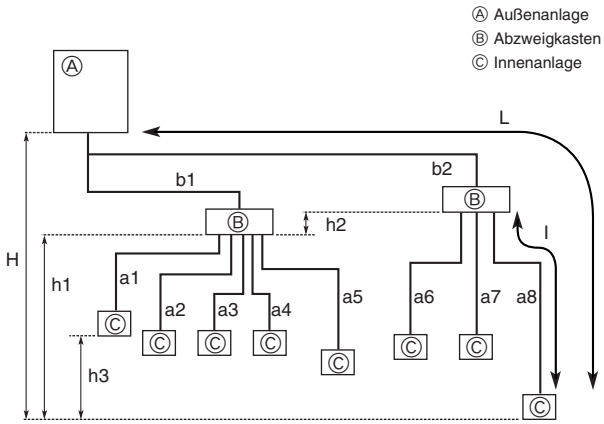

Fig. 5-1
5.2. Rohrlänge und Höhenunterschied (Fig. 5-1)